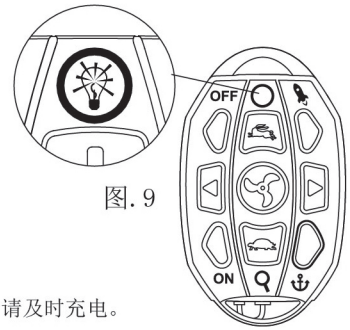

图. 9
4. 按下电源键“OFF”关闭遥控器，指示灯灭。（如图. 9）